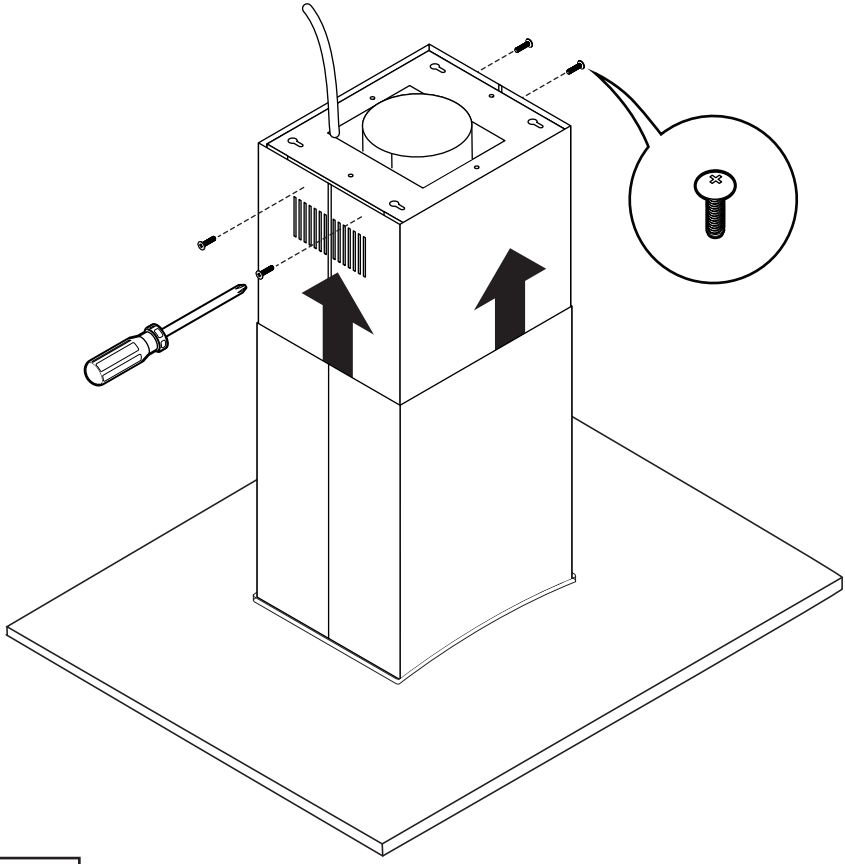

Figure 7
12. Soulevez la cheminée supérieure et fixez-la à la plaque supérieure avec des vis comme indiqué sur la figure 7.